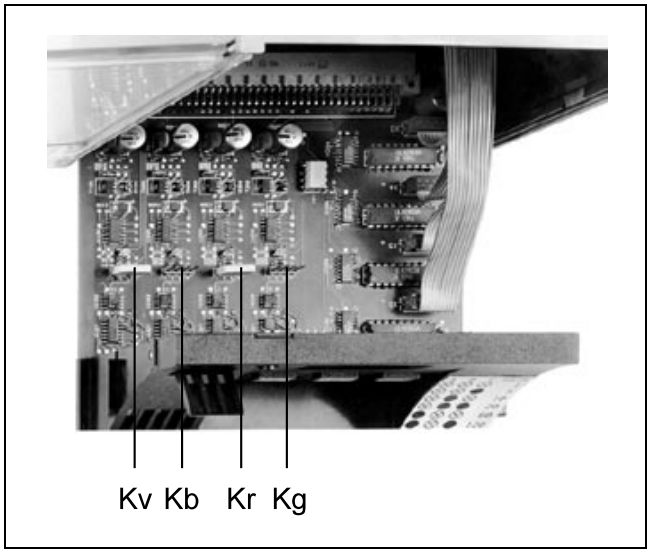

Fig. 15 Pulled out EC unit
4. Pull out the EC unit as far as possible so that the plug-in jumpers become easily accessible (see Fig. 15).